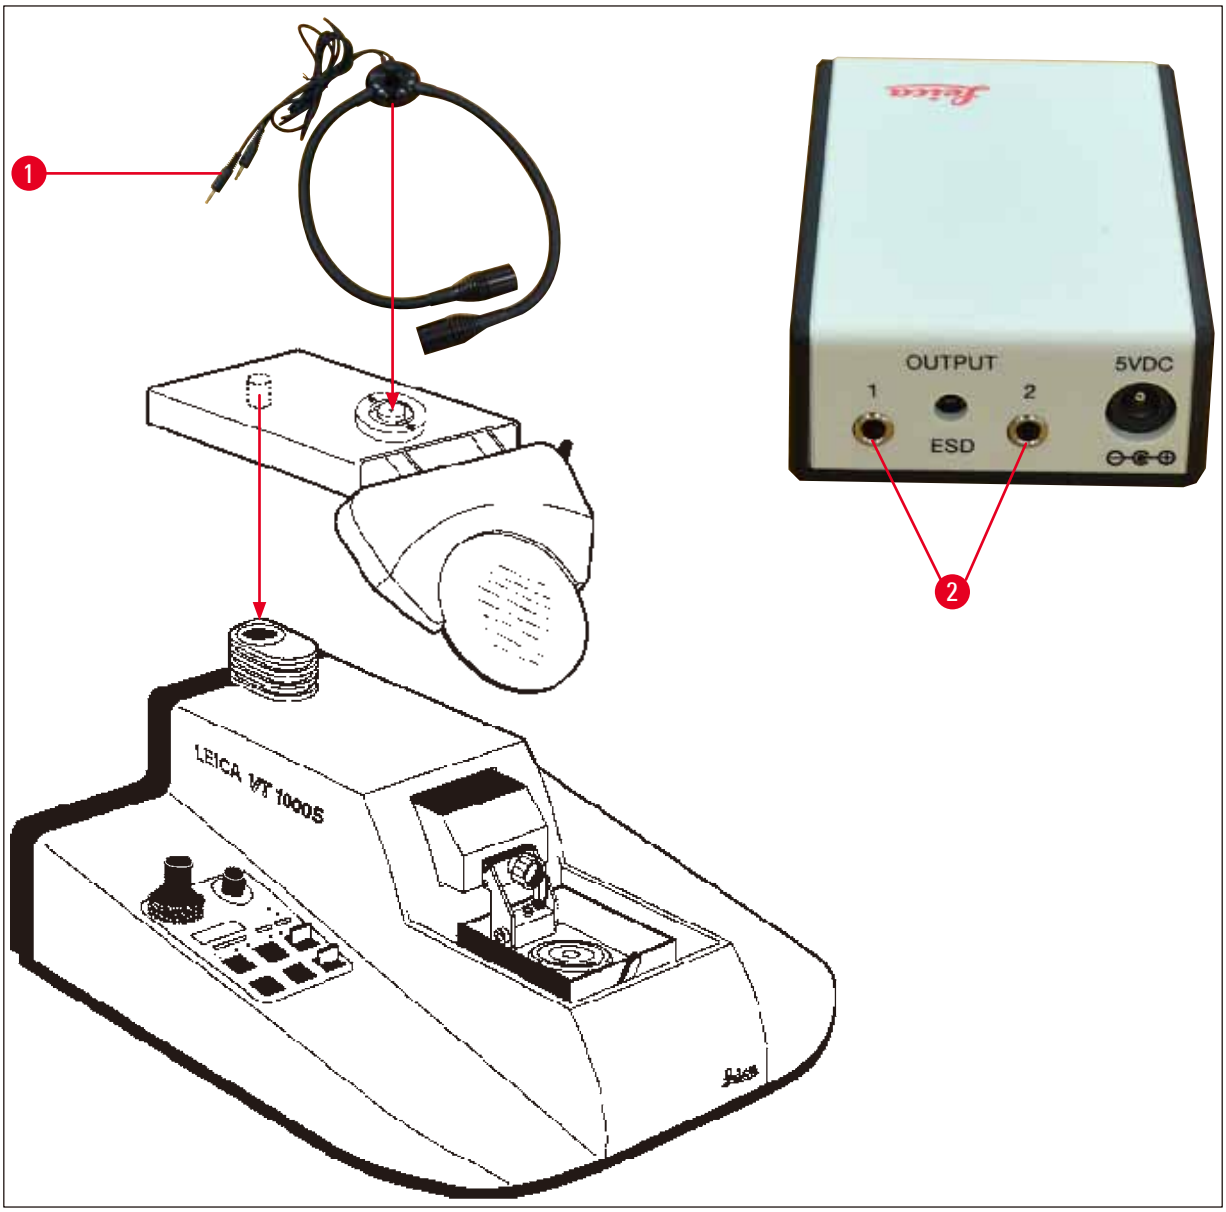

Fig. 9
7. Conecte o suporte da lupa aos spots LED de alta potência do módulo, 2 braços, como mostrado na (→ Fig. 9). Insira o plugue (→ Fig. 9-1) dos spots LED de alta potência do módulo, 2 braços, no soquete (→ Fig. 9-2) no spot LED de alta potência do módulo, LED 1000.